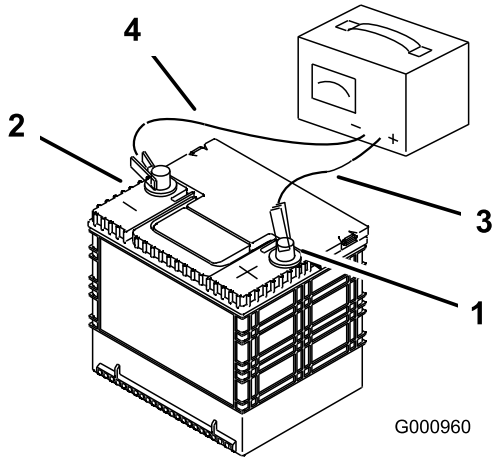

Rysunek 58
2. Gdy akumulator będzie w pełni naładowany, należy odłączyć ładowarkę od gniazdka elektrycznego, a następnie odłączyć przewody ładowarki od biegunów akumulatora (Rysunek 58).